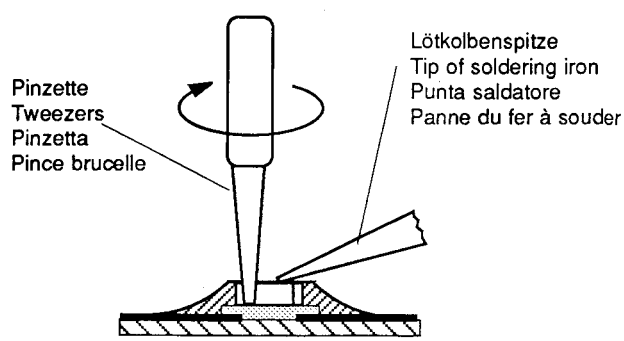

Fig. 2
2. Schritt: CHIP-Enden, bzw. das komplette CHIP-Bauteil erwärmen. CHIP von der Klebung ohne Kraftaufwand abdrehen, damit unter dem CHIP liegende Leiterbahnen nicht abgerissen werden (Fig. 2).
2. step: Warm up the ends of the CHIP or the whole CHIP component and remove the CHIP from the adhesive by turning it without application of force so that the tracks beneath the CHIP do not break (Fig. 2).
2. Chauffer légèrement les contacts externes du composant CMS ou le composant lui-même. Retirer ce dernier avec précaution en le tournant afin d'évìter un arrachement des circuits imprimés situés sous le composant (Fig. 2).
2. Riscaldare le superfici di contatto del CHIP risp. te tutto il CHIP e staccarlo con cautela. Attenzione a non esercitare for za per non danneggiare le piste sottostanti (Fig. 2).
2. Calentar los extremos o todo el CHIP y girarlo con las pinzas. No hacer fuerza para que la placa de circuito impreso no resulte dañada. Cuidar de que las pistas situadas debajo del CHIP no se suelten de la placa, ya que éstas también están pegadas (Fig. 2).